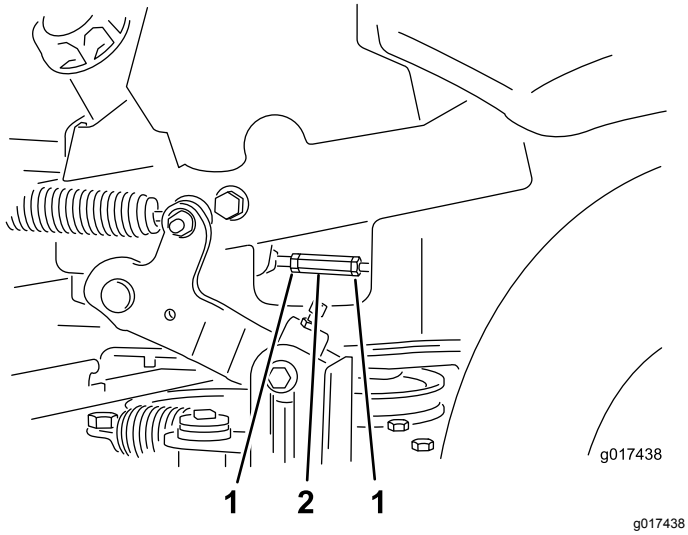

**Figur 69**
14. Juster pumpens kontrolstænger ved at løsne de to kontramøtrikker og dreje justeringsmøtrikken i den relevante retning, indtil hjulene kryber en smule i bakgear (Figur 69).
16. Tilspænd de to kontramøtrikker mod justeringsmøtrikken (Figur 69).